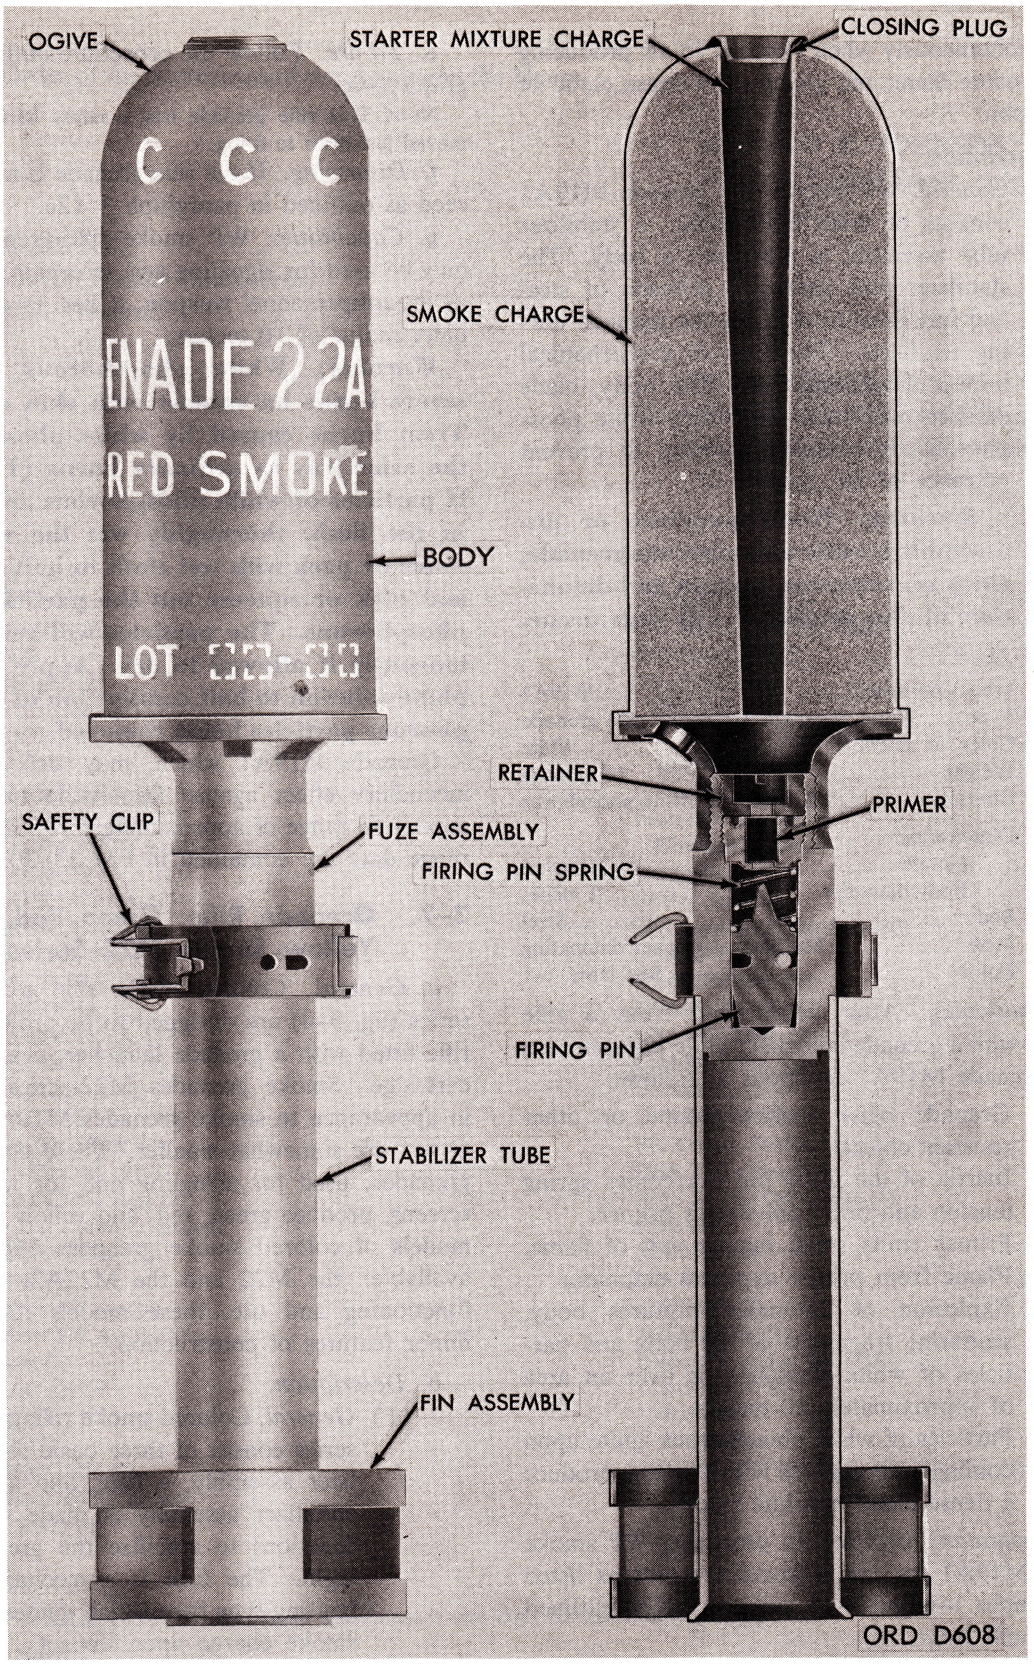

Figure 3–4. Grenade, rifle: colored smoke, M22A2.
a. General. Colored smoke rifle grenades M22-series (fig. 3–4) are designed to be projected from a rifle fitted with a grenade launcher, using a grenade cartridge. Smoke grenades M22-series are similar in appearance to smoke grenades M19A1 (para. 3–6) but are somewhat smaller. These colored smoke grenades, used for signaling and for laying smoke screens, produce green, red, and yellow smoke. Two models of colored smoke grenades M22-series are available: the M22 and the M22A2. Identical in functioning and use, these models differ only in minor features of construction.
made of sheet steel and is filled with a burning type smoke charge which contains a dye to color the smoke. The surfaces of the smoke charge within the body are coated with a starter mixture charge to facilitate ignition (fig. 3–4). A small opening or air hole in the nose of the ogive is covered by a nose closing plug, which is *not* removed when the grenade is fired.